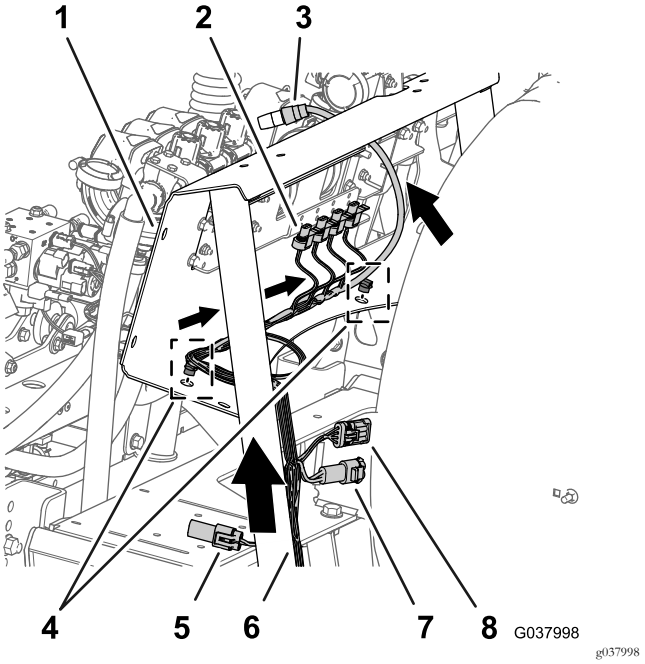

Figuur 112
1. Leid de kabelboomaftakking van 76 cm aan de binnenkant van de steunveer voor de klepbevestiging, en naar achteren naar de spuitboomkleppen en de mengklep; zie Figuur 112.
2. Steek de druknagels van de kabelboomaftakking van 76 cm in de openingen in de onderste flens van de bevestigingsbeugel van het verdeelstuk (Figuur 112).